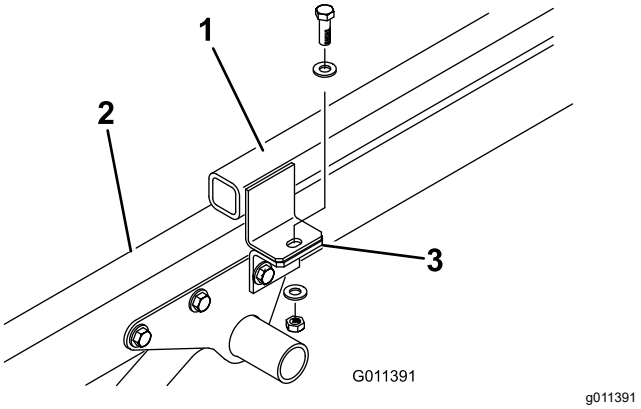

**Figur 6**
3. Ta bort den huvudskruv, de två planbrickor och den låsmutter som fäster varje redskapskoppling på dragkrokens flik (Figur 6).